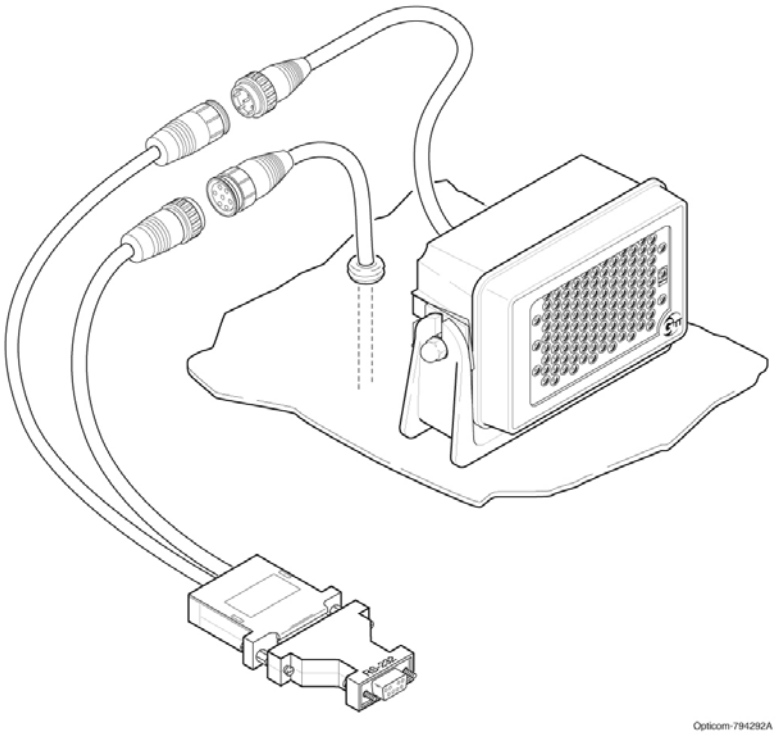

Figure 5-13. Interface Cable Assembly
1. Connect the interface cable assembly to the emitter cable. See Figure 5-13.